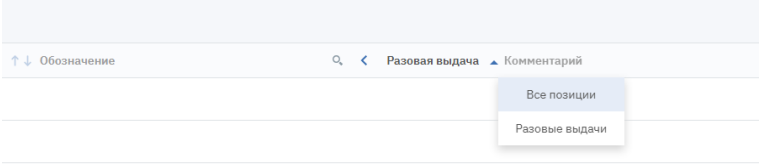

Рисунок 99. Фильтр колонки «Разовая выдача»
– **Разовая выдача.** Колонка «Разовая выдача» показывает срок разовой выдачи (например, «на 3 дня»). Стрелка в заголовке колонки открывает фильтр «Все позиции» / «Разовые выдачи» (см. Рисунок 99).